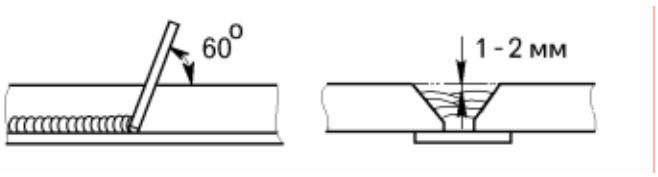

Рисунок 13.4
– предпоследний слой наплавлять до уровня на 1 – 2 мм ниже поверхности основного металла (рисунок 13.4).